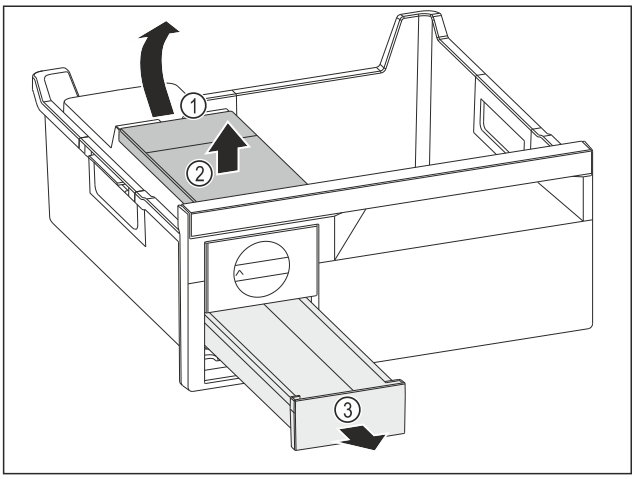

Fig. 144
▶ Ta ut vattenbehållaren: Lyft vattenbehållaren vid ursparingen *Fig. 144 (1)*.
▶ Ta ut vattenbehållaren *Fig. 144 (2)* uppåt.
▶ Ta ut iskublådan *Fig. 144 (3)* framåt.